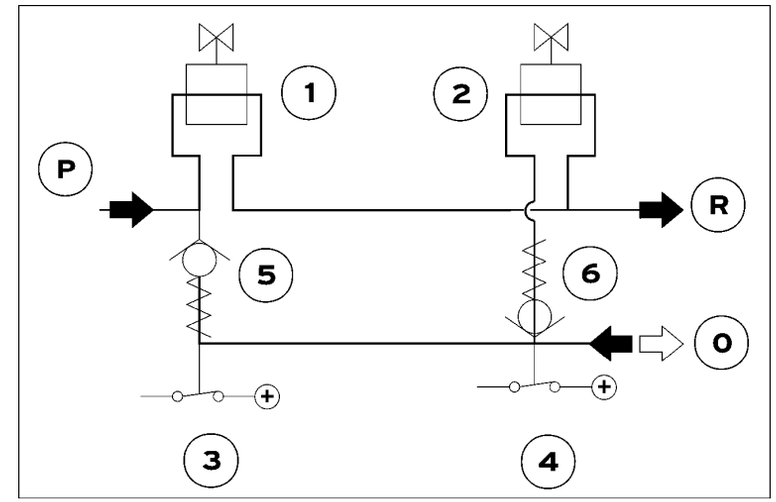

Fig.7
- Solenoid valve (**1-Fig.7**): open;
- Solenoid valve (**2-Fig.7**): open.
The fluid passes through the solenoid valve (**1-Fig.7**) and is conveyed to the reservoir. The descent solenoid valve (**2-Fig.7**) opens relieving the fluid from the shock absorbers. The warning light flashes also during the descent.
Descent (Fig.7)